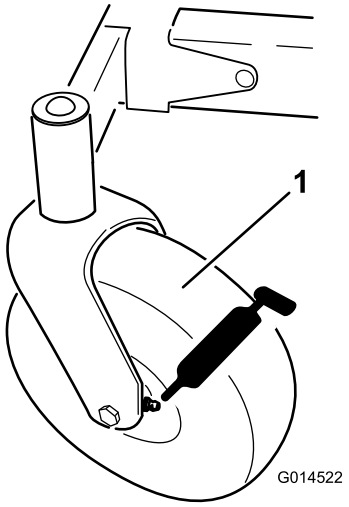
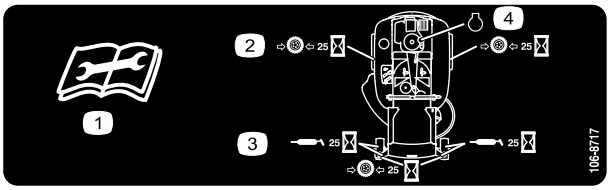

**Figur 34**
**Figur 35**
3. Tørk av smøreniplene (Figur 34 og Figur 35) med en fille. Pass på at du skraper av lakken foran på anordningen(e).
4. Sett en fettsprøyte på anordningen (Figur 34 og Figur 35). Påfør smørefett i smøreniplene til det tyter ut av lagrene.